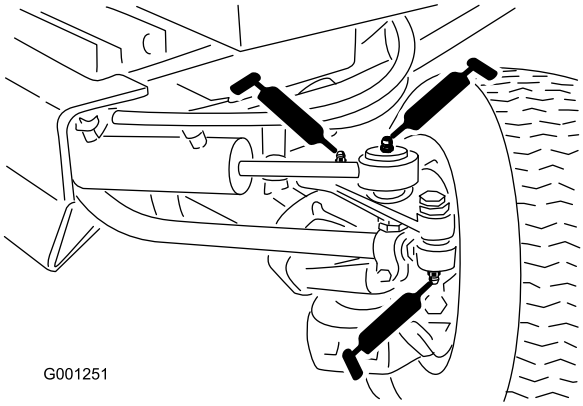

Figur 44
- Dragstångsändar (2) (Figur 44)
- Cylinderändar (2) (Figur 44)
- Styrtappar (2) (Figur 44)
- Axelsvängtapp (Figur 44)